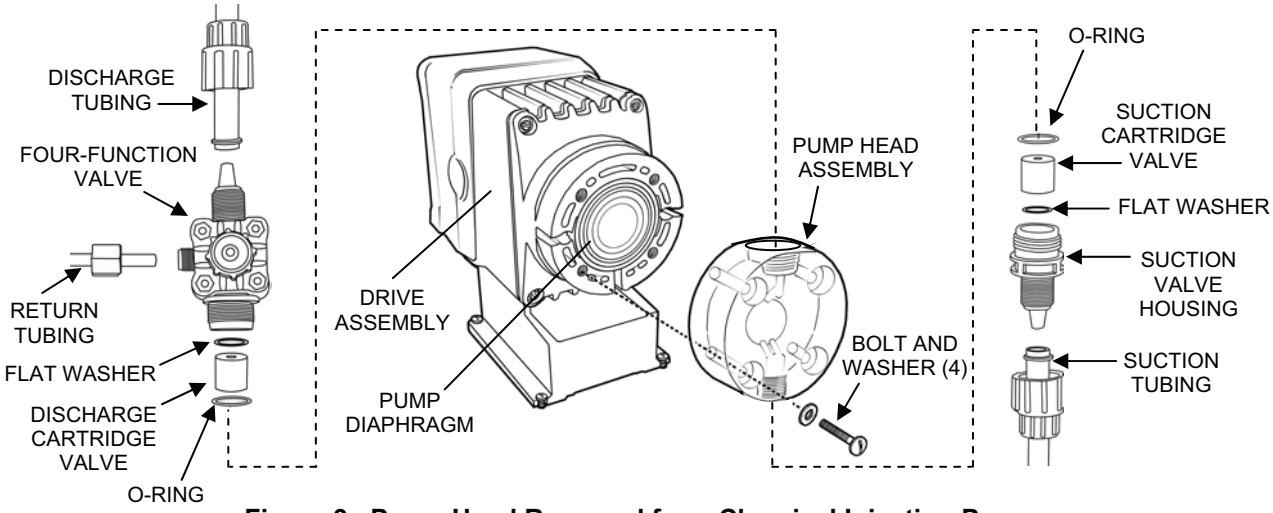

Figure 9. Pump Head Removed from Chemical Injection Pump.
1. Remove the pump head assembly from the chemical injection pump as follows (see Figure 9):
e. Remove the four bolts and washers that secure the pump head to the chemical injection pump drive assembly and remove the pump head assembly (see Figure 9).